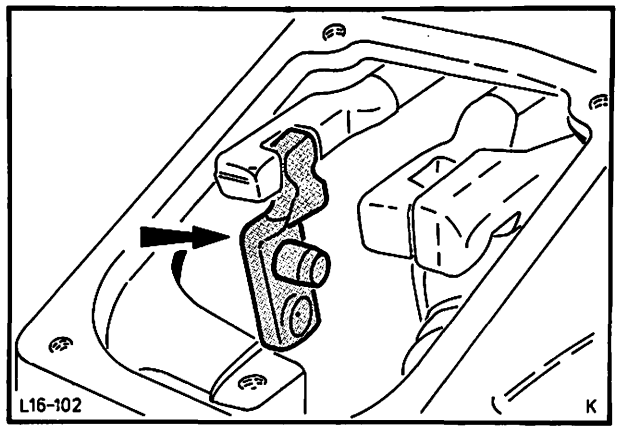

Abb. 121 Zwischenhebel – Rw.-Gang montieren
57. Zwischenhebel – Rückwärtsgang einsetzen und mit Spannstift sichern, Abb. 121.